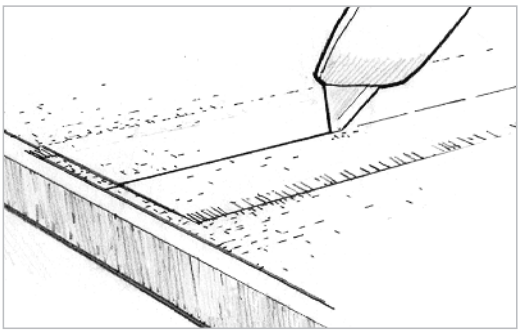

Figure 5-20 *Trim overlapping fabric using a metal straightedge and a sharp utility knife, for a flush butt joint.*
b) Cut through both layers of cloth with a sharp utility knife *(Figure 5-20)*.